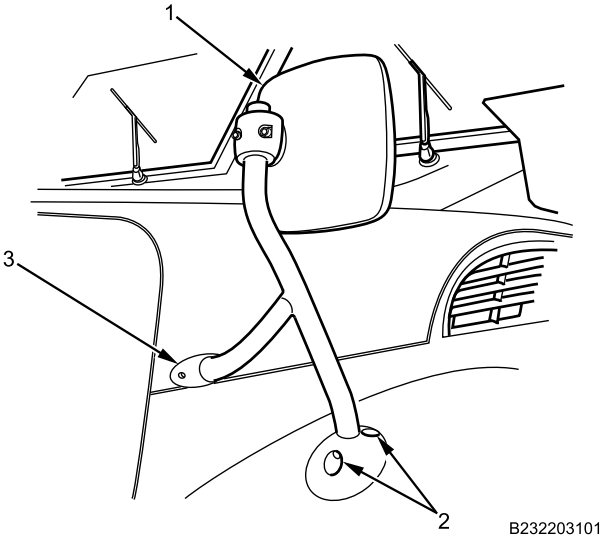

Figure 2. Mirror Assembly.
2. Remove locknut and washer from small mirror support arm cover (Figure 2, Item 3). Discard locknut.
3. Remove two bolts (Figure 2, Item 2), flat washers, and locknuts from large mirror support arm cover. Discard locknuts.
4. Remove mirror assembly (Figure 2, Item 1) from hood assembly.